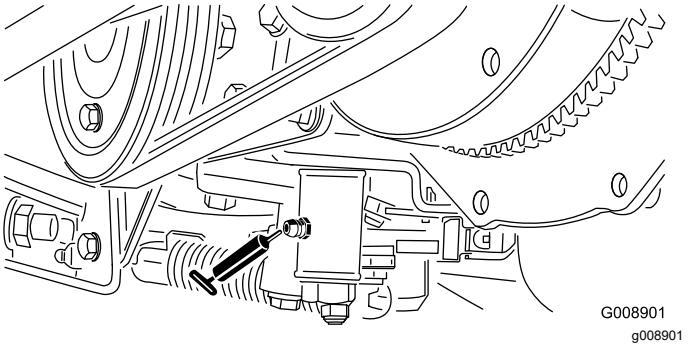

Rysunek 52
- Mechanizm regulacji pozycji neutralnej (Rysunek 52)